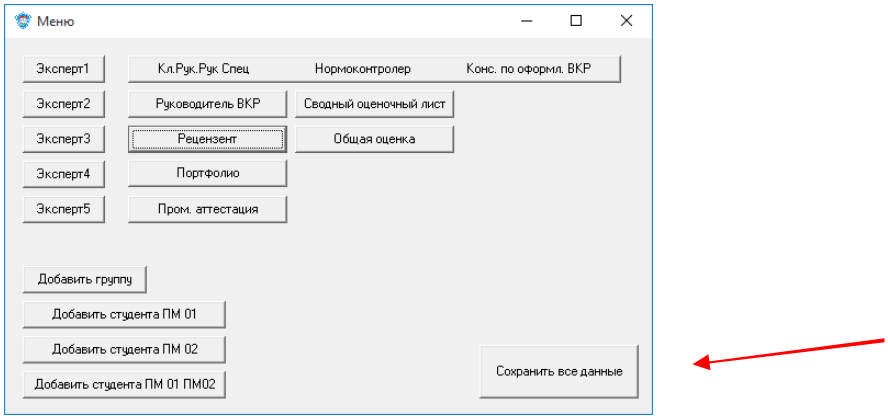

Рис. 12. Главное меню
10. После распечатки все оценки выпускника сохраняются в базе данных (рис. 12).